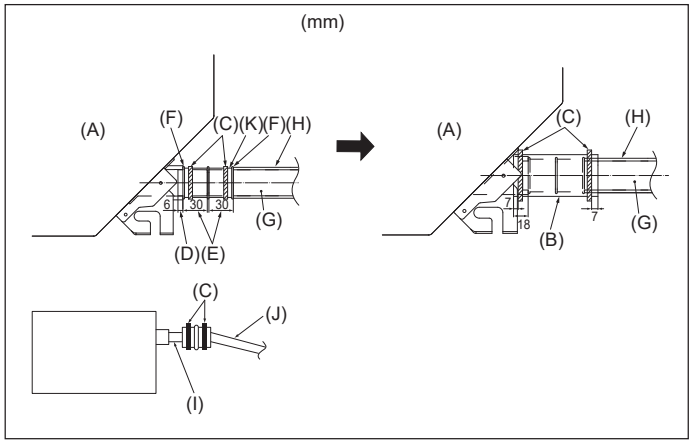

Fig. 6-2
1. Raccordez la prise d’écoulement (fournie avec l’appareil) à l’orifice de drainage. (Fig. 6-2)